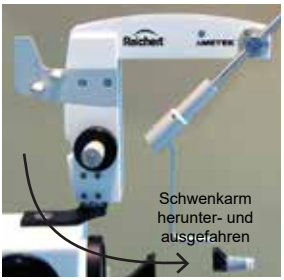

Abbildung IU-07
9. Schwenken Sie das Tonometer in Position, indem Sie den Arm heraus- und nach unten ziehen. Siehe Abbildung IU-07.